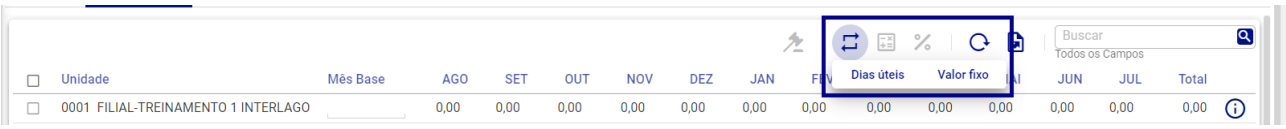

Figura 244: Modalidades Dias Úteis Valor Fixo
2. Escolha uma das modalidades (Figura 244):